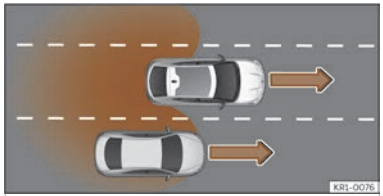

Fig. 132 Overtaking in the central lane and then joining the right lane.
- When overtaking another vehicle ››› **Fig. 132** with a speed difference of approx. 10 km/h (6 mph). If the vehicle is passing at a considerably higher speed, no indication will be displayed.